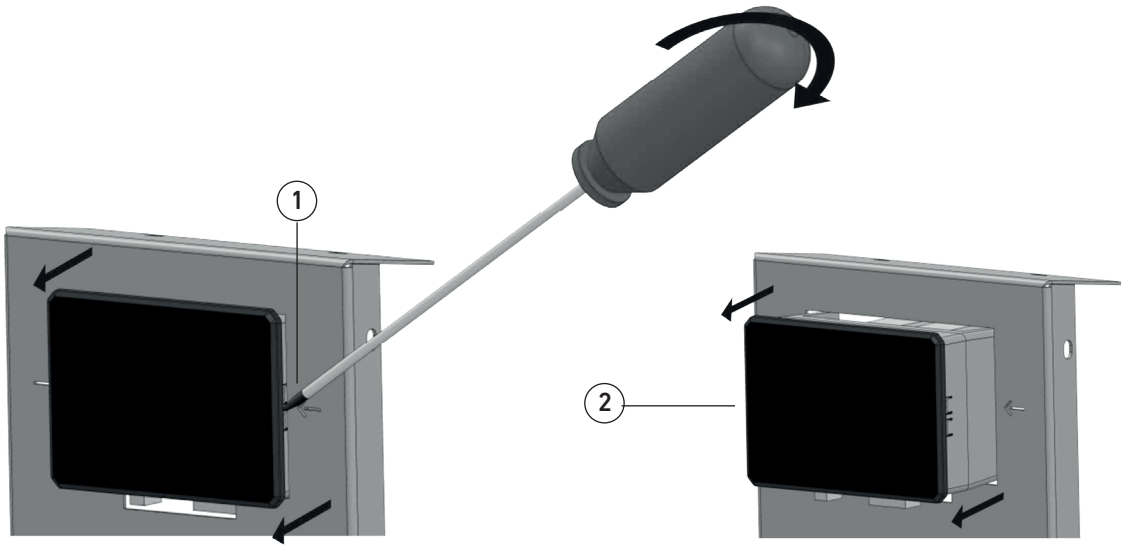

fig. 22
- Tourner légèrement le tournevis vers la tôle et appuyer doucement dans le sens de la flèche pour dégager les dents de fixation de la centrale (Fig. 22). 1) et l'extraire de son logement (fig. 22 détail 2) ;
- Retirer la centrale et enlever les fiches de connexion (fig. 22). 2).